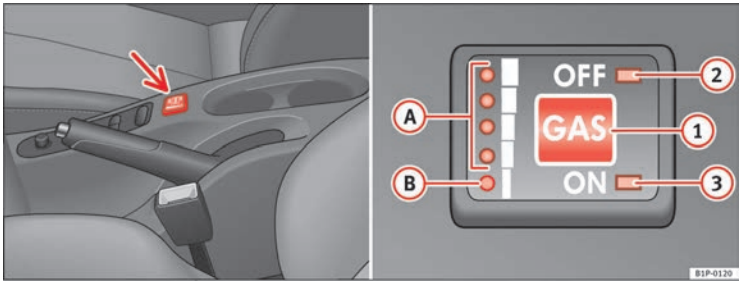

Fig. 119 Centre console: gas system control warning lights and switch.
It is possible to change from LPG to petrol while the engine is running, even if the vehicle is moving, by pressing the GAS button ⇒ fig. 119 (1). The selected operating mode is shown by the lights **OFF** (2) (running on petrol) and **ON** (3) (running on LPG).